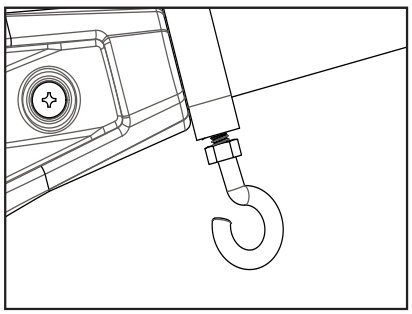
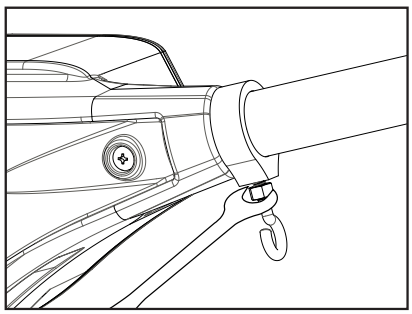

Figure 7
Figure 8
6. Faites glisser le col du crochet à boule à votre endroit préféré. Serrez manuellement le crochet à boule dans le tube du bras. Serrez suffisamment pour qu'il n'y ait aucun mouvement du bras. (Figure 7) Lorsque le crochet à boule est fixé, serrez l'écrou 1/4-20 à l'aide d'une clé de 7/16 po (11 mm), jusqu'à ce qu'il soit bien fixé au col de crochet à boule. (Figure 8) **REMARQUE:** ne serrez pas excessivement le crochet à boule, sinon une déformation permanente du bras est possible.